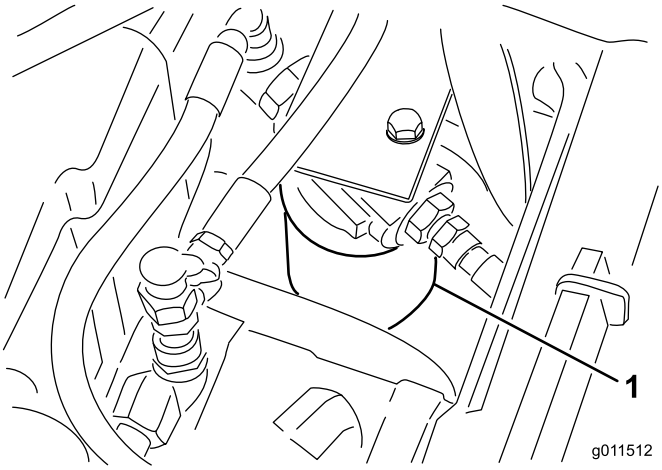

Figura 75
2. Limpie la zona de montaje del filtro. Coloque un recipiente debajo del filtro y retire el filtro (Figura 75).